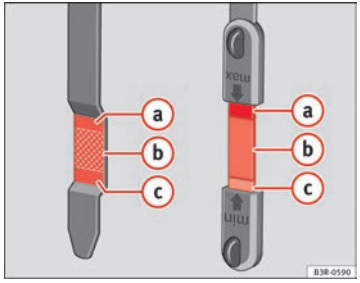

Fig. 179 Markings on oil dipstick
– Then pull it out once more and check the oil level ⇒ fig. 179. If the oil level is too low, add more engine oil ⇒ page 230.